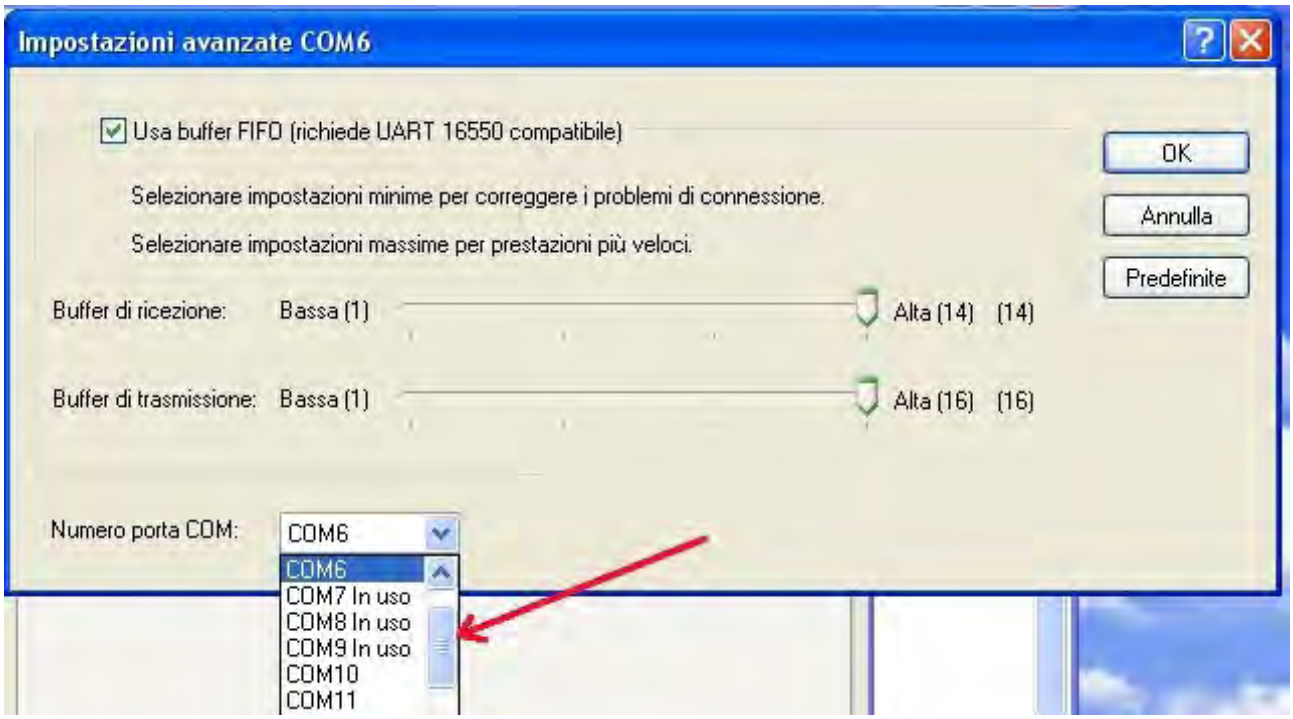

Figure 12: Port number setup
6. Select '*Port setup', then 'Advanced',* which in turns opens the '*Advanced seutp for COM X*' window (see Figure 12).